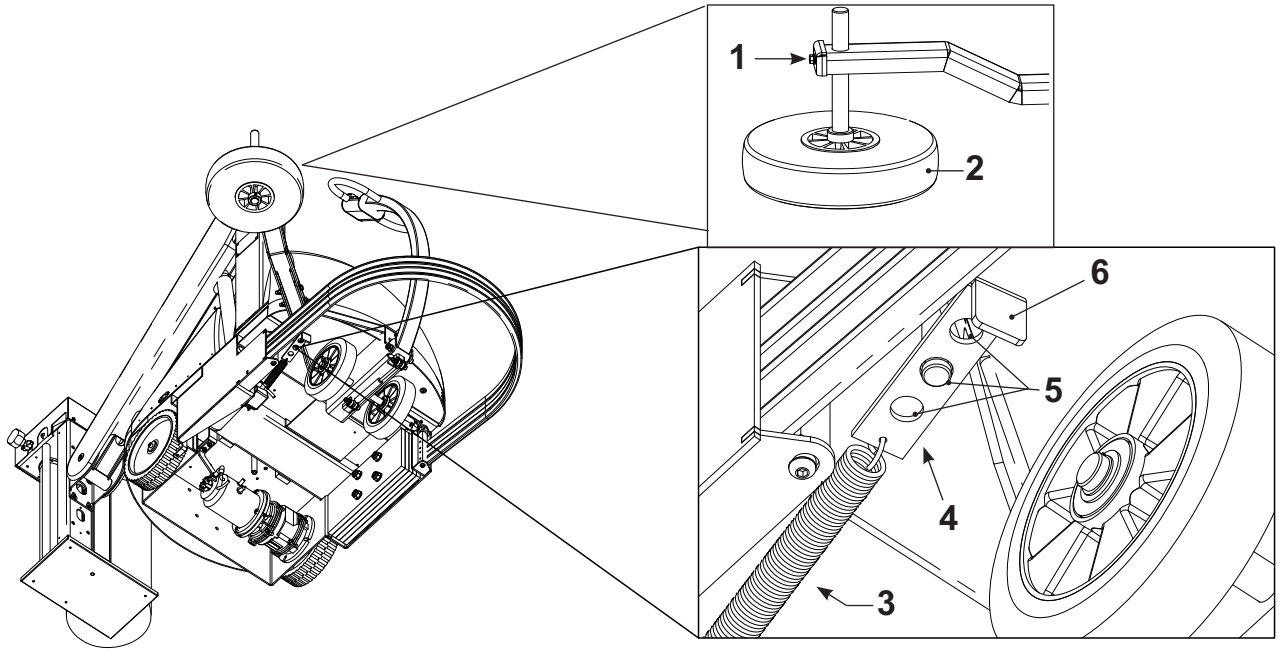

Fig. 5.4
a) regolazione altezza della ruota (Fig. 5.4).
b) regolazione forza di sterzata (Fig. 5.4).
a) altura de la rueda (Fig. 5.4).
b) fuerza de dirección (Fig. 5.4).